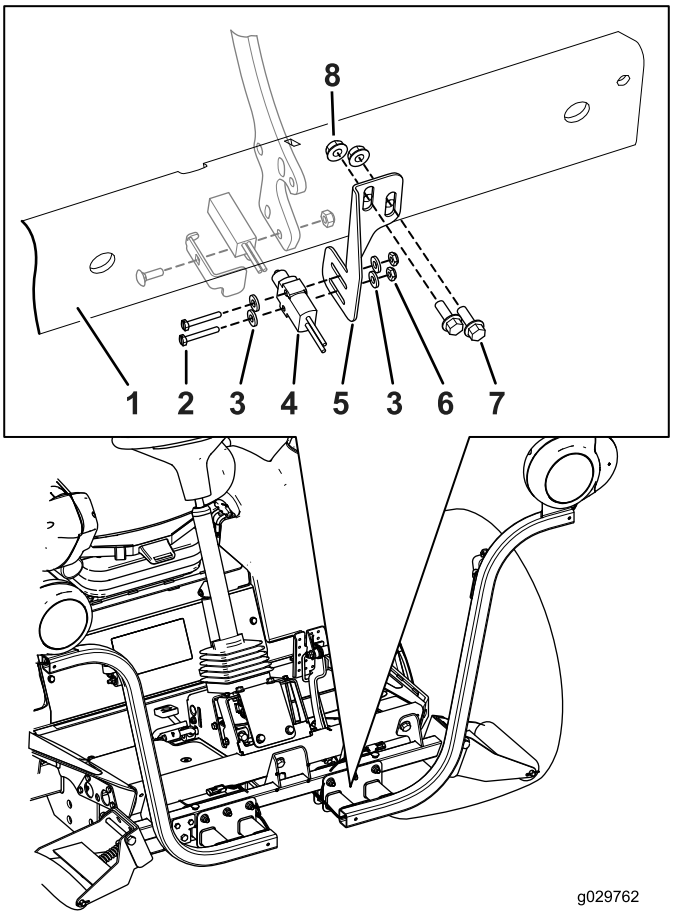

Figura 17
Nota: Dovrete spostare in alto o in basso la staffa del sensore del freno per allineare il sensore del freno alla relativa piastra (Figura 17).
4. Montate senza serrare il sensore del freno alla relativa staffa con le 2 viti scanalate (n. 6 x 1"), 2 rondelle e 2 dadi flangiati (Figura 17).